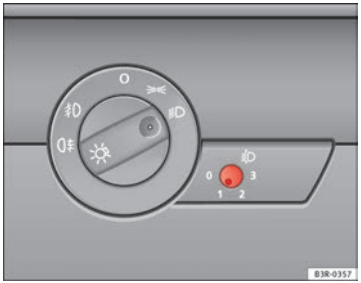

Fig. 89 Headlight range control
– Briefly press the knob ⇒ fig. 89 to release it from its set position.